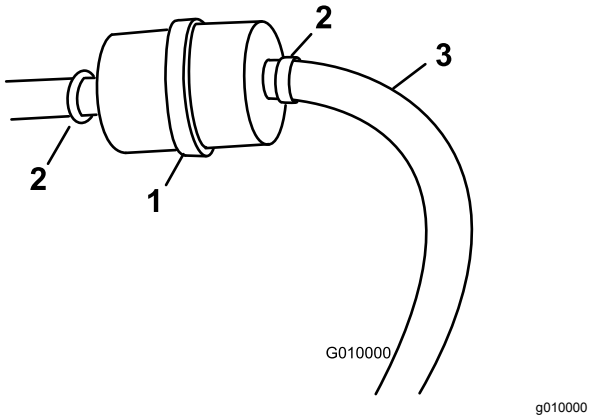

Figure 17
3. Placez un bac de vidange propre sous le filtre à carburant (Figure 17).